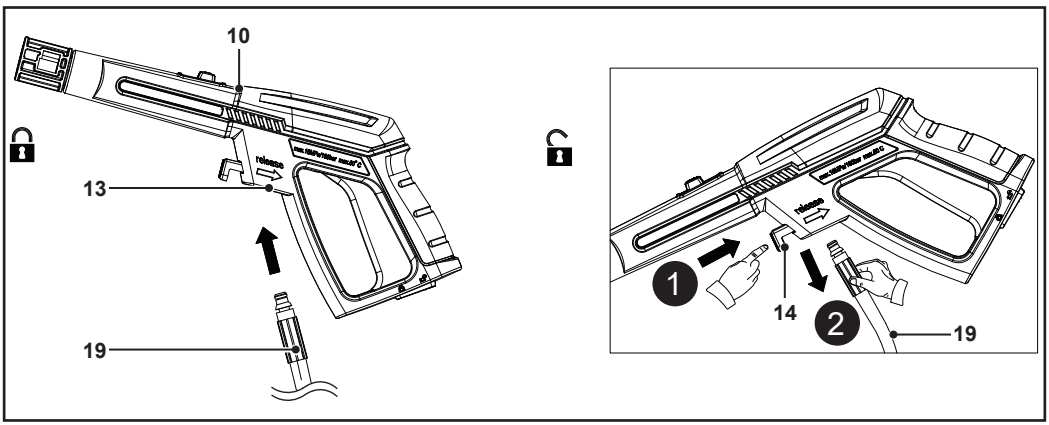

Fig. 6
3. Prinde celălalt capăt al furtunului cu presiune (19) la admisia furtunului cu presiune (13) de pe pistolul cu declanșator (10) (fig. 6).
4. Trage ușor de furtunul cu presiune (19) pentru a te asigura că este racordat în siguranță la pistolul cu declanșator (10).
2. Apasă declanșatorul (11) pentru a goli apa după finalizarea lucrului.
3. Ține apăsat butonul de eliberare (14) pentru a scoate furtunul cu presiune (19) (fig. 6).